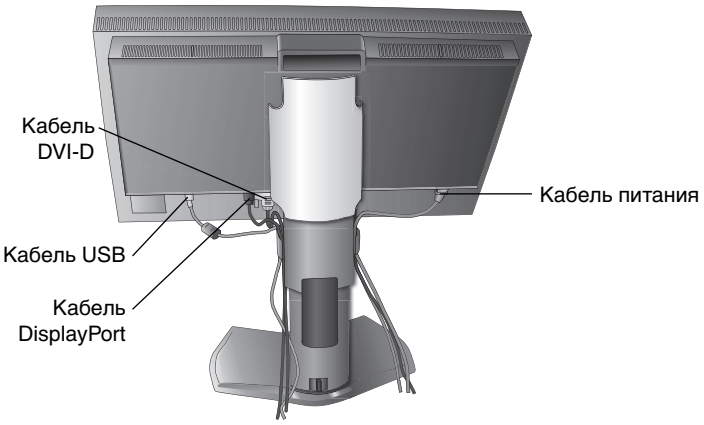
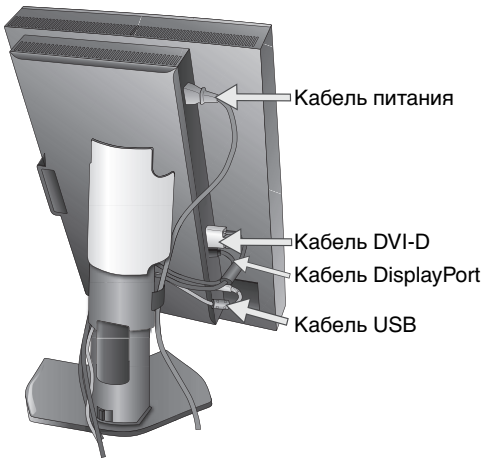

**Рисунок C.2**
**Рисунок C.3**
5. Кабели должны размещаться в отсеке подставки, предназначенном для распределения кабелей. Надежно закрепите кабели в кабельных каналах (**Рисунок C.2** и **Рисунок C.3**).